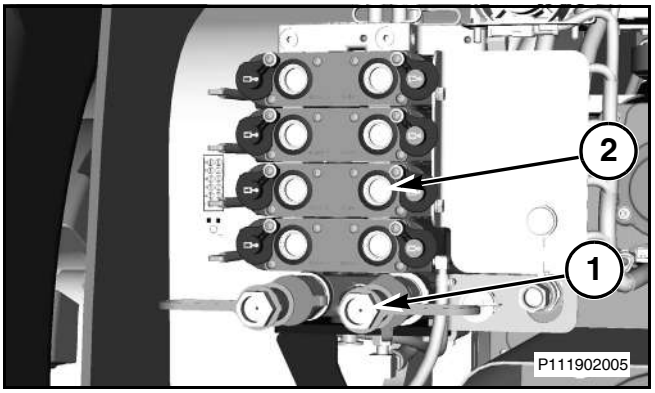

Рис. 14
Рис. 14: Соединительные элементы системы отбора гидравлической мощности (1) - Обеспечивает возможность подключения к навесному оборудованию, оснащенному встроенными гидравлическими органами управления.